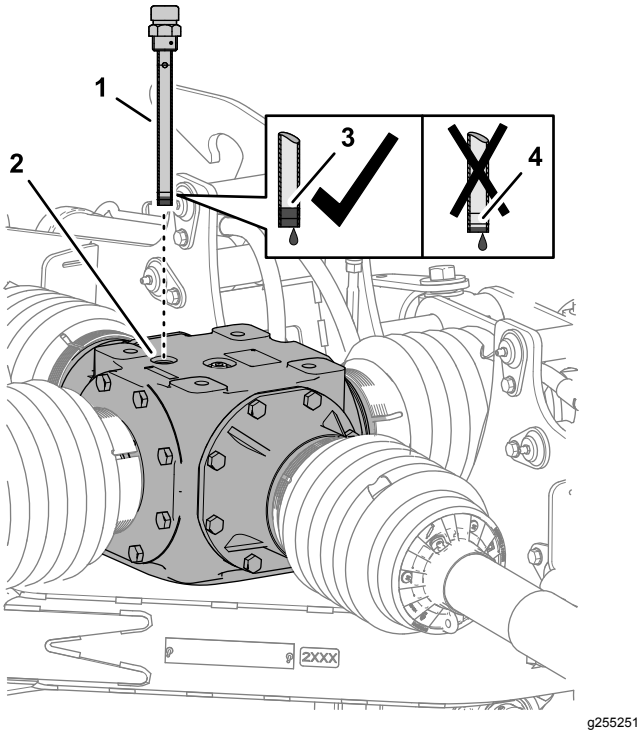
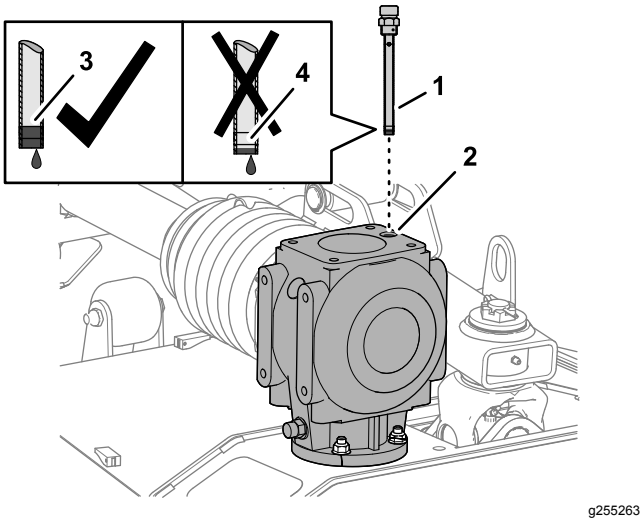

Rysunek 57
Rysunek 58
1. Wyjmij wskaźnik poziomu z otworu bagnetu oleju na górze środkowej przekładni (Rysunek 57 lub Rysunek 58).
2. Sprawdź poziom oleju wskazany na bagnecie (Rysunek 57 lub Rysunek 58).
4. Wkręć bagnet poziomu oleju do otworu i dokręć bagnet (Rysunek 57 lub Rysunek 58).